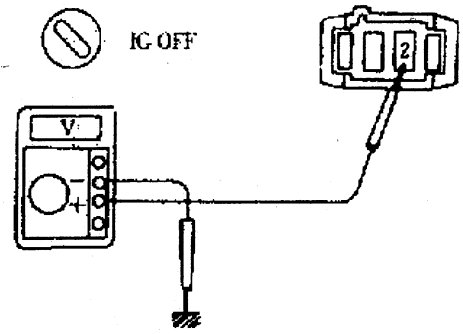

图 2-12 检查电压
①检查防盗喇叭连接器端子 2 与车身接地之间电压:
b. 测量防盗喇叭连接器端子 2 与车身接地之间的电压,如图 2-12 所示;